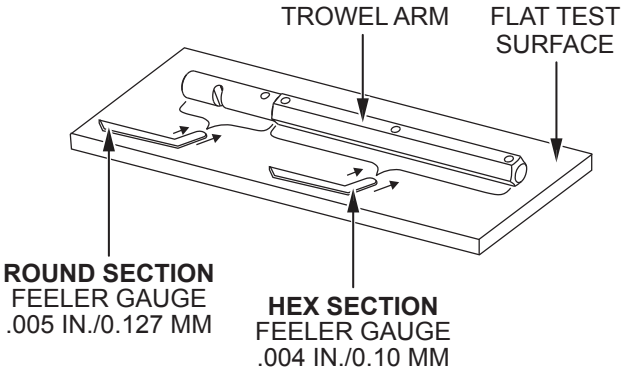

Figure 70. Trowel Arm Inspection
1. Place the trowel arm on a thick steel plate, granite slab, or any other surface which is **true** and **flat** (Figure 70).
2. Check each of the six sides of the trowel arm hex section (Figure 70). A feeler gauge of .004 in. (0.10 mm) should not pass between the flat of the trowel arm and the test surface along its length on the test surface.
3. As the flat hex section rests on the test surface, use a feeler gauge of .005 in. (0.127 mm) to check the clearance between the round shaft section and the test surface. Rotate the arm to each of the flat hex sections and check the clearance between the round shaft and the test surface. The clearance between the round shaft and the test surface should be identical for each hex section. See Figure 70.